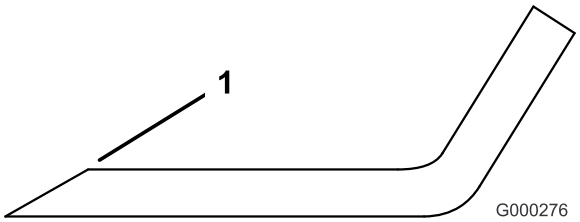

**Figur 79**
1. Bruk en fil til å slipe eggen i begge ender av kniven (Figur 79).